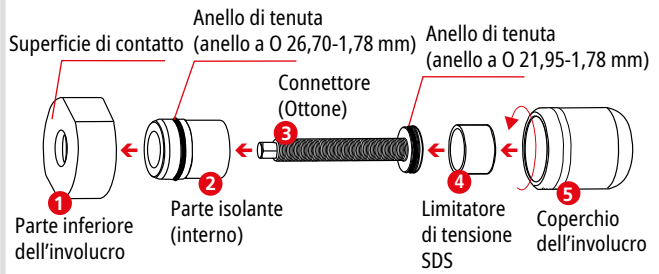

Fig. 2b
Alla fig. 2b
➲ Anzitutto si accostano uno all'altro e si uniscono con avvitaggio a mano la parte inferiore dell'involucro ❶ con la parte isolante (all'interno) ❷, l'elemento di connessione ❸, il **limitatore di tensione** SDS ❹ e il coperchio dell'involucro ❺. I due anelli di tenuta devono trovarsi regolarmente nelle rispettive scanalature di guida della parte isolante ❷ o dell'elemento di connessione ❸. Le superfici di contatto del **limitatore di tensione** SDS ❹, dell'elemento di connessione ❸ e del coperchio dell'involucro ❺ non devono essere sporche (vedere fig. 2b).